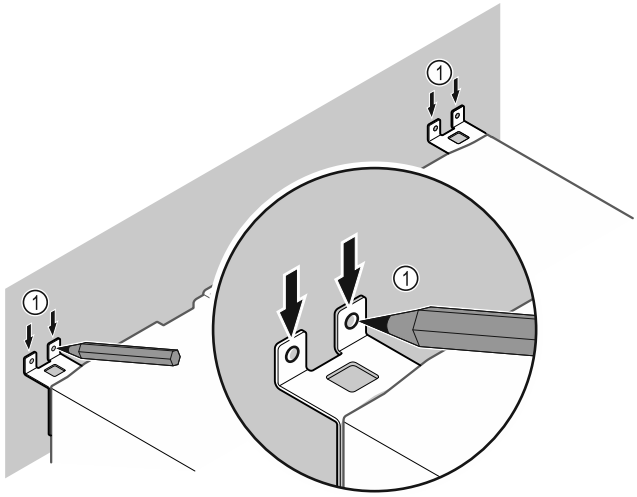

Fig. 51
▶ Puneți marcaje pe perete *Fig. 51 (1)*.